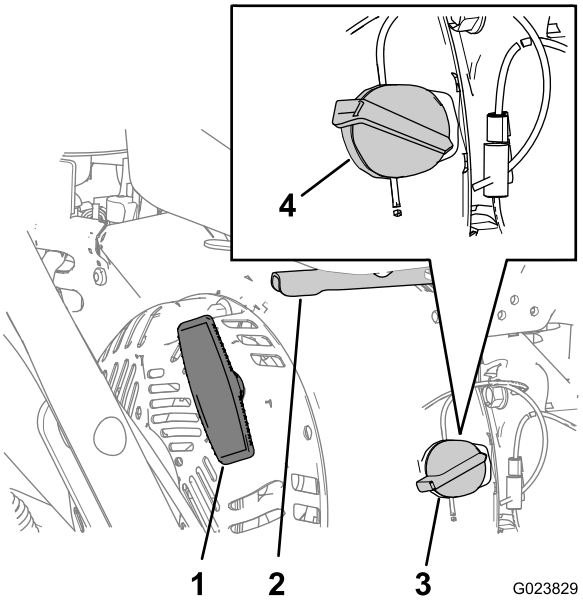

Figura 10
1. Sul lato destro del motore, ruotate l'interruttore On/Off del motore in senso orario in posizione ON (Figura 10).
3. Posizionate l'acceleratore a metà tra le posizioni SLOW e FAST situate sul lato posteriore destro del motore (Figura 10).
4. Tirate lentamente la stegola autoavvolgente del motore fino ad avvertire una certa resistenza poi fermatevi (Figura 10).
2. Posizionate l'acceleratore a metà tra le posizioni SLOW e FAST (Figura 10).
3. Lasciate in funzione il motore per almeno 15 secondi, poi ruotate l'interruttore On/Off del motore in posizione OFF per spegnere il motore (Figura 10).